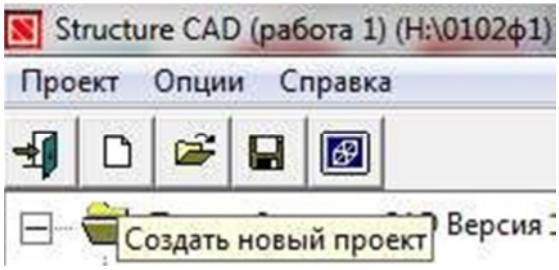

Рисунок 1.2-Информационное Окно SCAD
1. Для запуска программно-вычислительного комплекса необходимо с помощью курсора в виде стрелки, управляемой мышью, зайти в меню «Пуск» - «Все программы» - «SCAD OFFICE» и произвести двойной щелчок левой кнопки мыши на ярлыке «SCAD». На экране появится информационное окно SCAD, имеющее три раздела на панели меню - Проект, Опции, Справка и инструментальную панель с 5 кнопками (рис. 1.2).